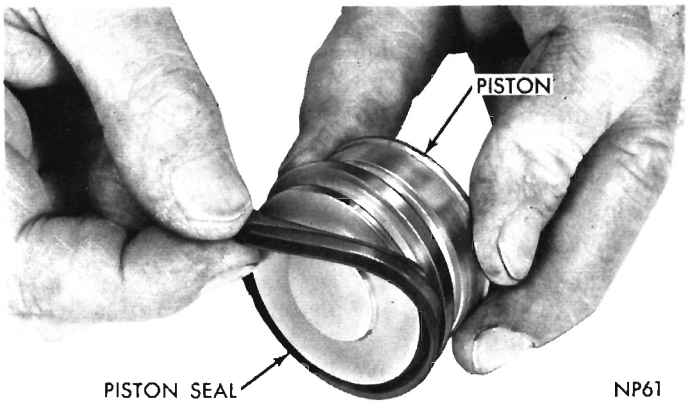

Fig. 11—Removing or Installing Piston Seal
(6) Using fingers, roll piston seal out of its groove in piston. (Fig. 11). Discard seal.
(7) Remove remaining three pistons in same manner.
(8) Remove bleeder screw from inner caliper housing.
(2) Coat outside diameter and fill inner diameter of a new piston seal with #55 Dow-Corning Pneumatic Silicone Grease (or equivalent) and work over piston land and down into position in groove, using fingers only. (Fig. 11).